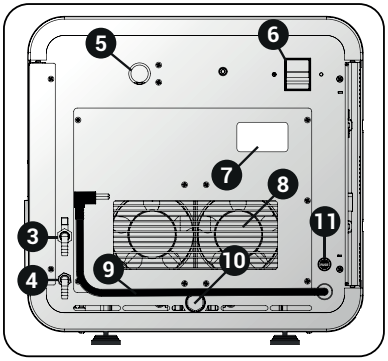

Fig.3
1. Abra o registro do dreno (Fig.3, tópico 10) para drenar a água.